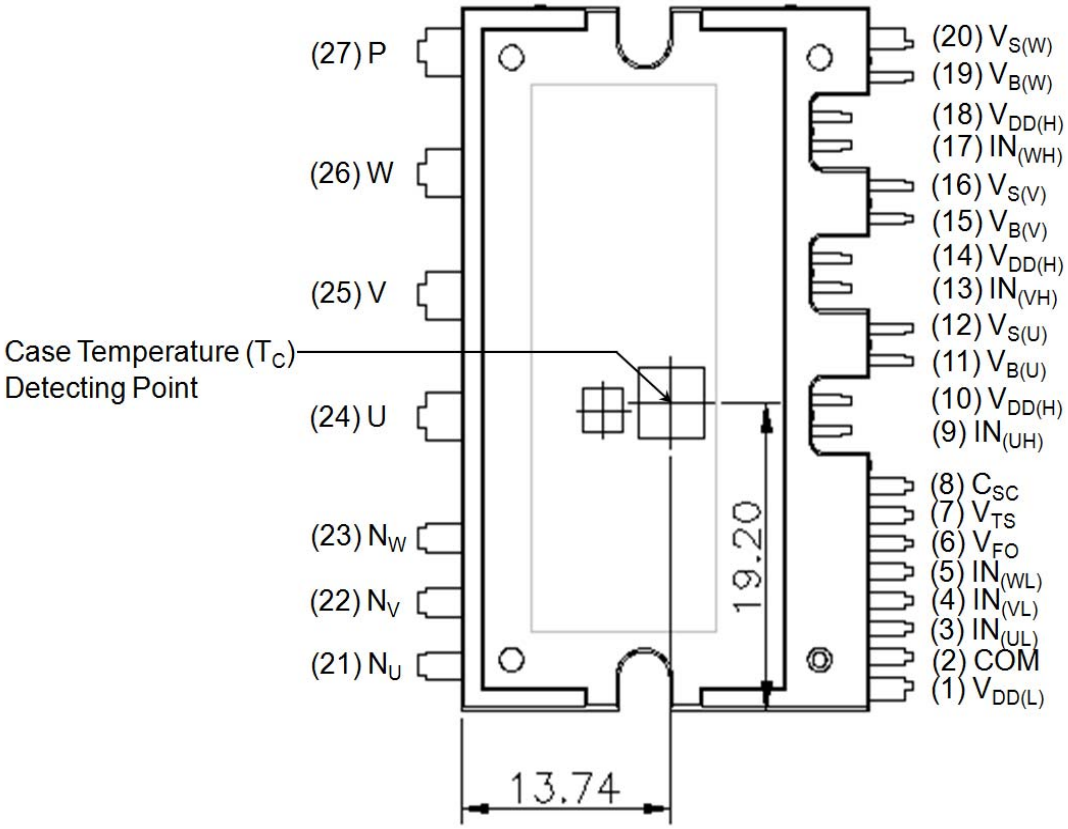

**Figure 2. Top View**
| $T_C$ | Module Case Operation Temperature | *See Figure 2* | -40 ~ 125 | °C |
5. For the measurement point of case temperature ($T_C$), *please refer to Figure 2.*